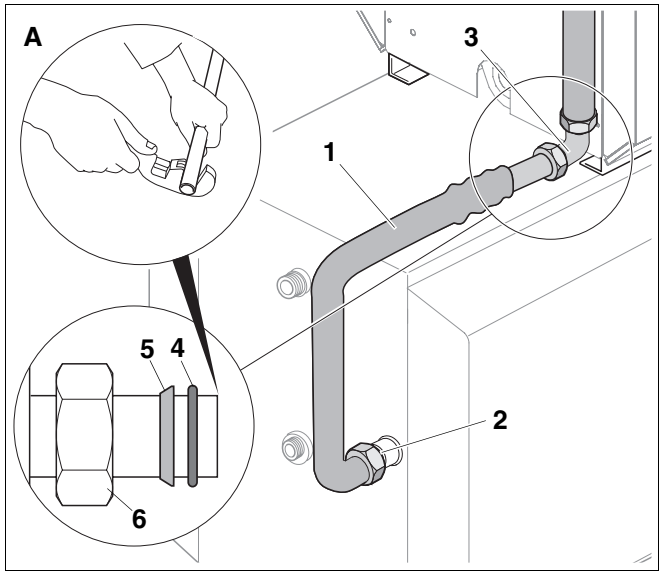

Fig. 7 Installing return connection on the DHW cylinder
- Cut the return pipe bend (Fig. 7, **Item 1**) to length according to Tab. 3.
- Loosely screw return pipe bend (Fig. 7, **Item 1**) with gasket (Fig. 7, **Item 2**) inserted onto the cylinder return pipe stub.
- Push union nut (Fig. 7, **Item 6**), clamping ring (Fig. 7, **Item 5**) and O-ring (Ø 26 x 3; Fig. 7, **Item 4**) onto the horizontal pipe.
- Push on the clamping ring (Fig. 7, **Item 5**) with the chamfered side facing the union nut (see detail in Fig. 7).
- Push the return pipe bend into the angled compression fitting (Fig. 7, **Item 3**).